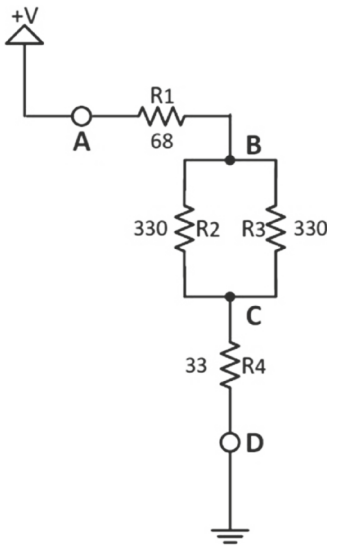

**FIGURE 2.38** Voltage divider circuit with parallel and series resistors. ⏎
1. **Measuring and removing the resistance of the leads.** Use banana to alligator clip leads, one red and one black. Refer to Section 2.11.3 to review instructions on operating the DMM. Turn on the Fluke DMM by pushing in the power button on the lower right corner. It defaults to the **Auto** mode, meaning that it automatically selects the range of measurement values. Insert the black banana plug into the **COM** jack and the red banana plug into the **VΩ** jack. Of course, the color of the lead does not affect the measurement but does allow you to keep their polarities in mind. Press **Ω** to access the ohmmeter function. Clip the leads together, measure their total resistance, and record the value. This is a good place to start using the ohmmeter. Looking ahead to the resistor values in **Fig. 2.38**, do you think you need to take this resistance value into account in subsequent measurements? Explain.
megohms and kΩ is kohms.) Try squeezing different ways and with different pressures to get a range. The resistance presented by your skin depends on many conditions, such as degree of perspiration or stress level, or time spent recently in the shower. Compare your skin resistance with your lab partner's. How do the measured resistances compare to the values of the resistors that you are measuring, as shown in **Fig. 2.38**? If you did a measurement with your skin resistance in parallel, how much (lots or a little) would it affect your measurements of these resistors? How large would you say a resistor would have to be before your skin resistance would significantly affect the accuracy of the measurement? (A ballpark guess here is fine.)
Select one of the resistors shown in the circuit of Fig. 2.38 as a DUT. (Do not build the circuit yet.) Draw a schematic diagram of your body resistance in parallel with the resistor under test along with the meter and calculate about how much your body resistance affects the measurement of the resistor's value.
4. **Comparing measured and marked (bands) value of resistors.** Refer to the circuit schematic diagram ('schematic') in Fig. 2.38 Find the resistors using the color codes along with a meter to check. After zeroing the leads using the **Rel** mode, measure the values of all four resistors. Record the actual and color-coded (bands) values in your notebook. In general, the clips make a better electrical contact through the surface oxides, so that is the advisable way to make the measurements. Assume that the meter is calibrated and accurate so that the measured value is the true resistance. Calculate the tolerance of the resistors as $|R_{meas} - R_{marked}|/R_{marked}$ (i.e., the absolute value of the difference divided by the intended value). Use the color bands to determine the tolerance of your resistors. Are the actual resistances within the tolerances marked on the resistors?
5. **Building your circuit.** Build the circuit shown in the schematic Fig. 2.38 on your breadboard (as shown in Fig. 2.39). Do not attach the power supply yet.
6. **Learning the ohmmeter.** Calculate the total expected resistance from A to D. Use the DMM ohmmeter to measure the total resistance from A to D by placing the leads of the ohmmeter at points A and D of Fig. 2.38. Let's now define *percent difference* (PD) between two measurements as the difference between two values divided by their average (i.e., 100%×(A–B)/[(A+B)/2]. What is the PD between the measured and predicted resistance calculated from the bands? Is it better than that indicated by the resistor tolerances (assuming they are all the same)? If it is (and it may not be), that might be because random errors tend to cancel.
**FIGURE 2.39** (Step 5) Sample layout of Fig. 2.38 circuit. Your layout does not have to look exactly like this. Here, the horizontal red wires go out to ground and power strips. You can omit those if you like. ⏎